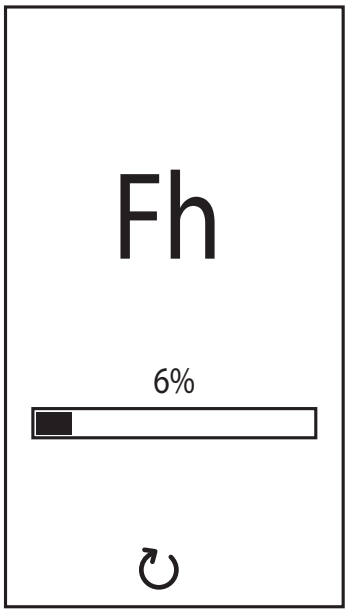

рис. 9- Выпуск воздуха с выключенным вентилятором
- В течение последующих 280 секунд будет проводиться цикл стравливания воздуха ("**Fh**") при неработающем вентиляторе (рис. 9).